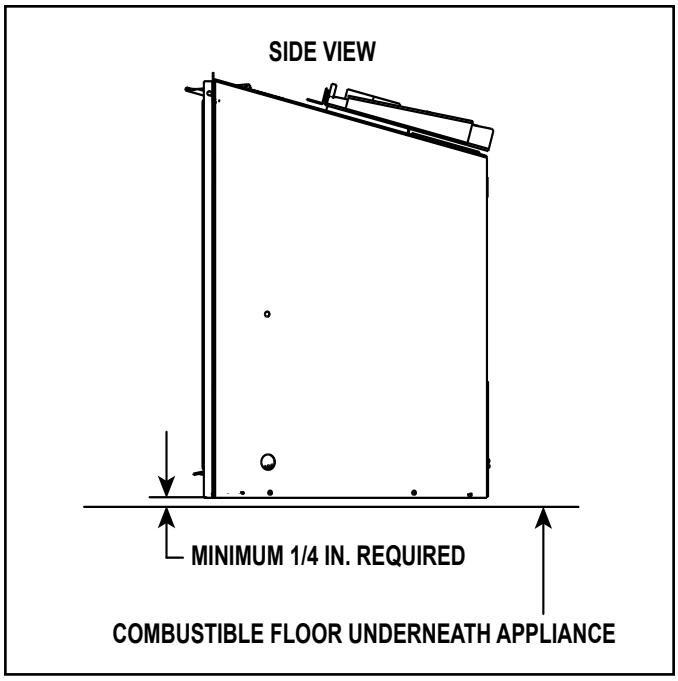

Figure 3.7 Solid Fuel Floor Clearance
- A minimum 1/4 inch gap from the bottom of the appliance to the metal floor of the solid fuel firebox is **REQUIRED.** See side view in Figure 3.7.